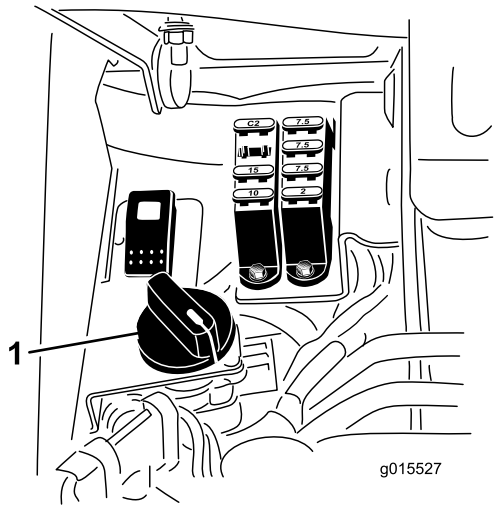

Figur 54
6. Drej hastighedsregulatoren til knivcylindre til indstillingen 1 (Figur 54).